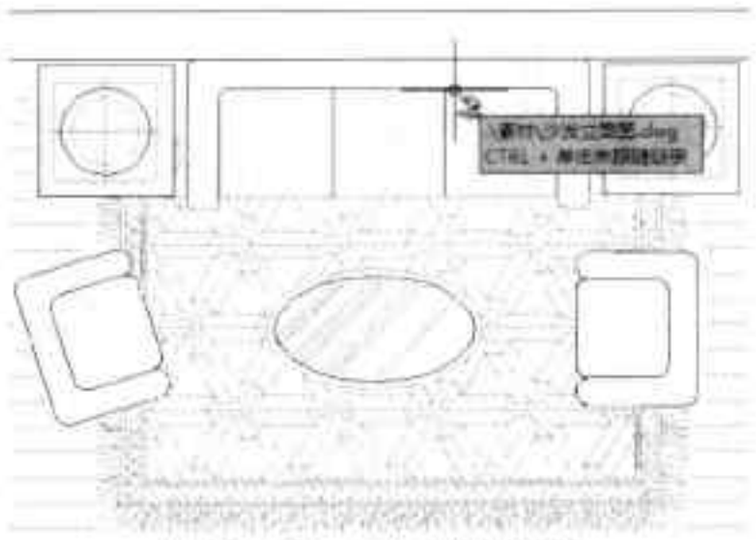

图10-67 显示链接信息
Step07 将光标移至沙发图块上，此时在光标右侧会显示该图块链接的相关信息，如图 10-67 所示。